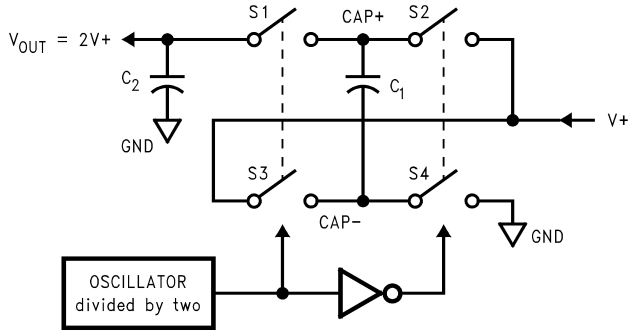

Figure 11. Voltage Doubling Principle
The LM2767 contains four large CMOS switches which are switched in a sequence to double the input supply voltage. Energy transfer and storage are provided by external capacitors. Figure 11 illustrates the voltage conversion scheme. When S_2 and S_4 are closed, C_1 charges to the supply voltage V+. During this time interval, switches S_1 and S_3 are open. In the next time interval, S_2 and S_4 are open; at the same time, S_1 and S_3 are closed, the sum of the input voltage V+ and the voltage across C_1 gives the 2V+ output voltage when there is no load. The output voltage drop when a load is added is determined by the parasitic resistance ($R_{ds(on)}$ of the MOSFET switches and the ESR of the capacitors) and the charge transfer loss between capacitors. Details are discussed in *Application and Implementation*.
- R_{SW} is the sum of the ON resistance of the internal MOSFET switches shown in Figure 11. (1)